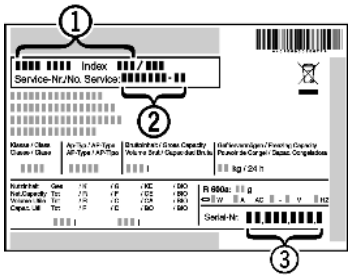

Fig. 29
▶ Считать обозначение устройства *Fig. 29 (1)*, сервисный номер *Fig. 29 (2)* и серийный номер *Fig. 29 (3)* с заводской таблички. Заводская табличка находится внутри устройства слева.